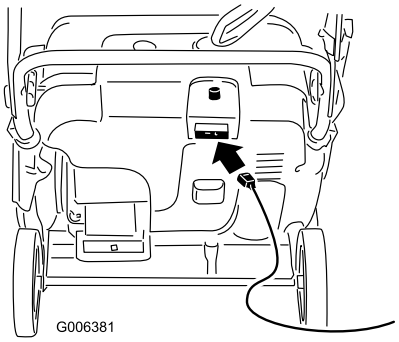
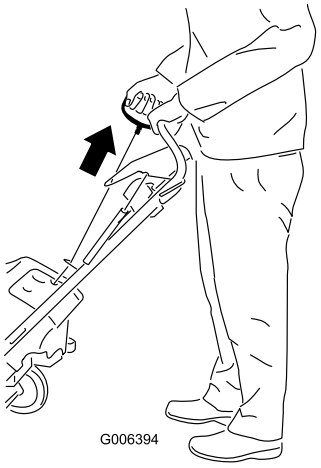

Figur 17
Figur 18
4. Forbind en forlængerledning til en strømkilde og sneslyngen, og tryk på elektrisk start-knappen (kun model 38569) (Figur 18), eller træk tilbageslagsstarthåndtag (Figur 17).